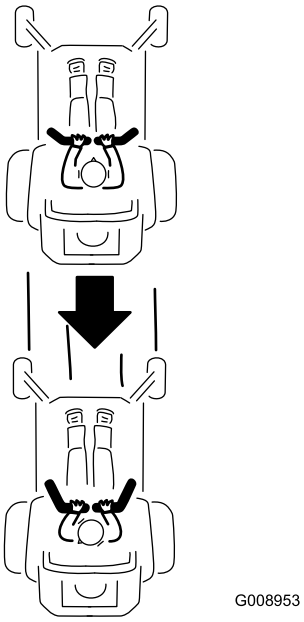

Figur 24
2. Skyv bevegelseskontrollspakene forsiktig bakover for å gå bakover (Figur 24).